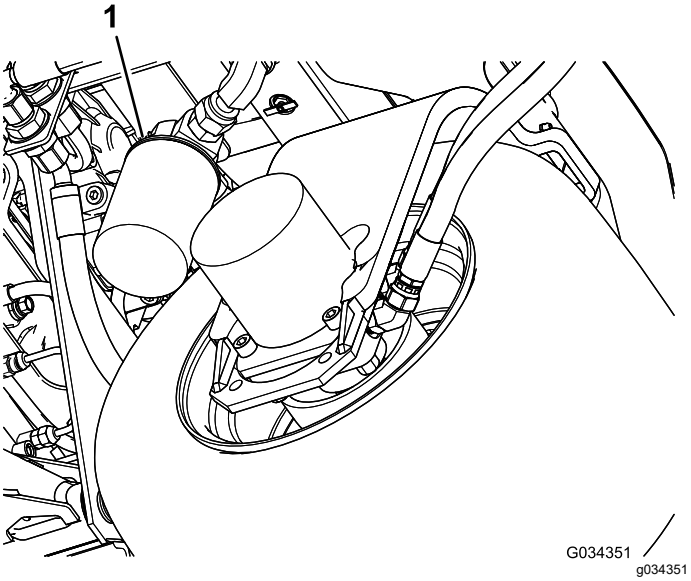

Figuur 96
2. Reinig de omgeving van de plaats waar het filter wordt gemonteerd. Plaats een opvangbak onder het filter (Figuur 96) en verwijder het filter.